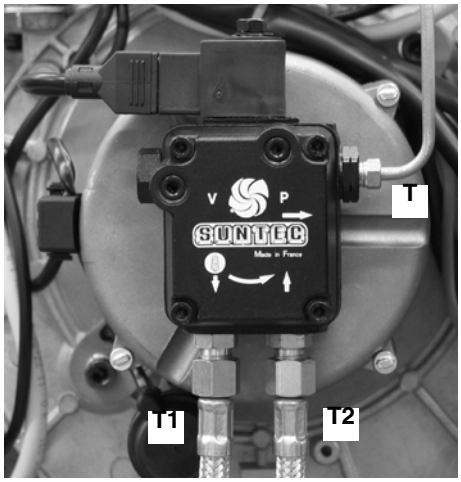

Рис. 22
- Снять трубки дизельного топлива T1 и T2 с насоса (Рис. 22).